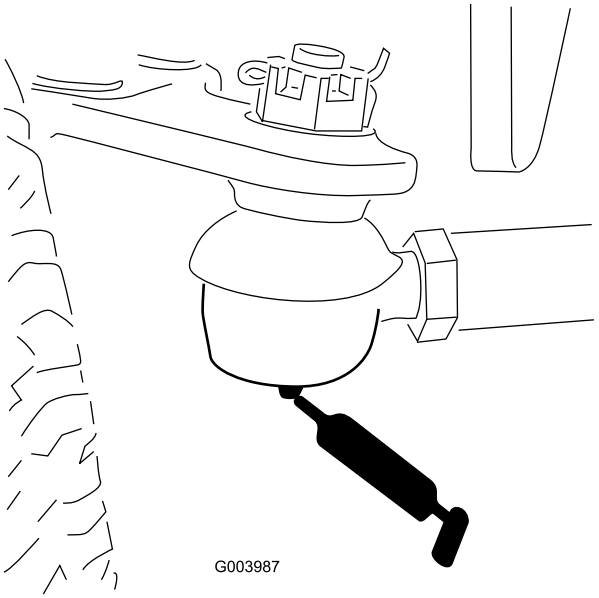

**Figura 48**
- Tirante del eje trasero (2) (Figura 48)